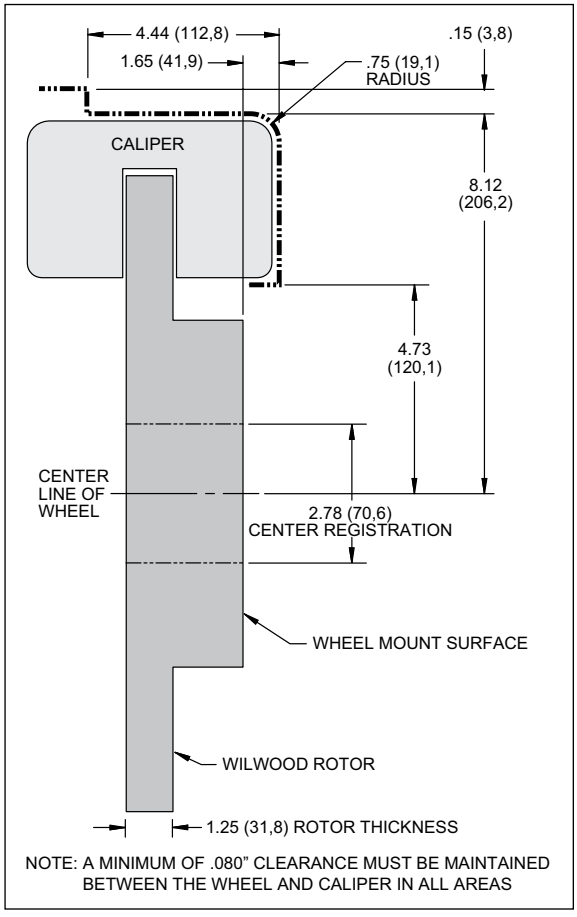

Figure 2. Wheel Clearance Diagram
- **This kit will fit most 18" and larger wheels, please refer to wheel clearance diagram (Figure 2, page 3) for your specific requirements. For ALL other wheels, consult the wheel clearance diagram (Figure 2, page 3) to determine compatibility. Parts that have been installed may not be returned or exchanged.**
•Verify your wheel clearance using Figure 2.